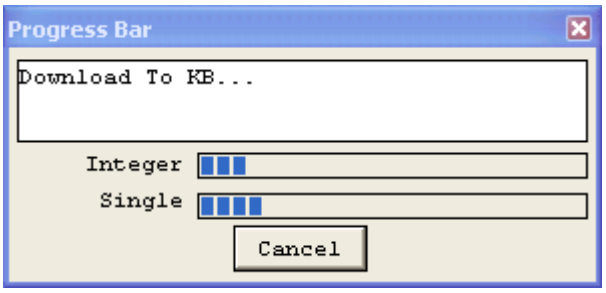

Figure 8.9-15. Indicator of command's execution
- Indicator of command's execution will be displayed in the window «Progress Bar» (Figure 8.9-15).